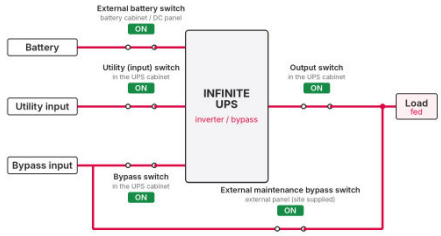

FIGURE 8-1 Step 2: maintenance bypass switch ON, all other switches still ON
2. Check again that the inverter is off. Close the **external maintenance bypass switch** (Figure 8-1).
3. Close the **output switch** (Figure 8-1).